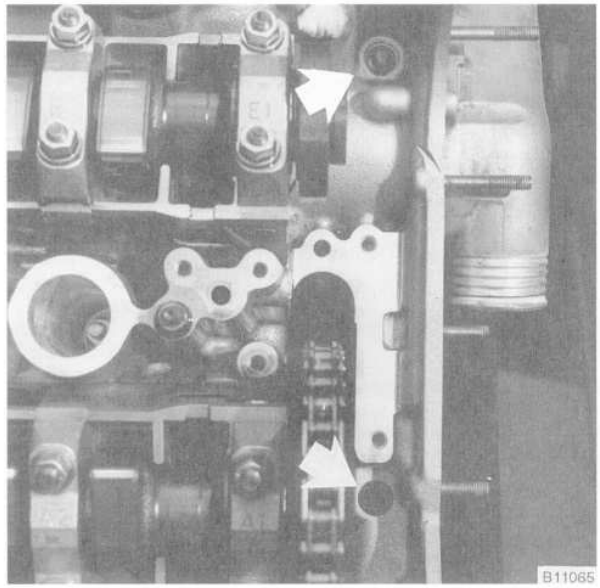

Fig. 25. Cylinder head-to-timing chain cover mounting bolts (**arrows**).
36. Using a Torx E8 socket, remove the two mounting bolts holding the cylinder head to the lower timing chain cover. See Fig. 25.